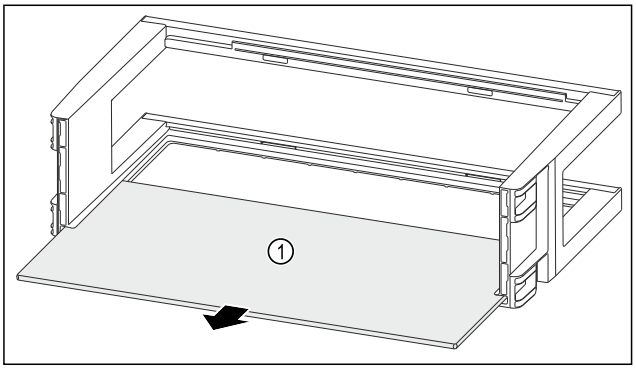

*Fig. 139*
- ▶ Retire el estante *Fig. 139 (1)*.